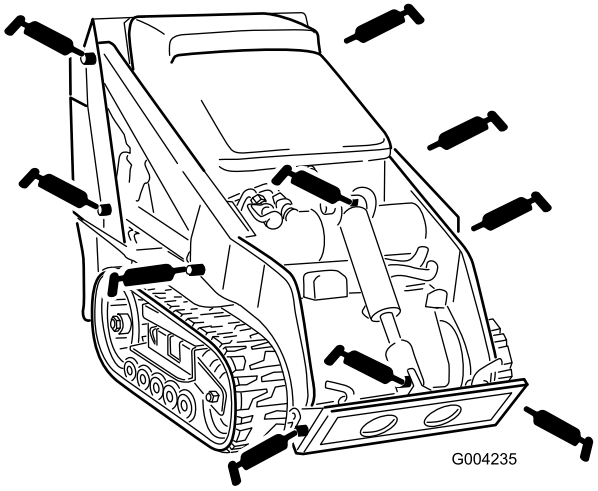
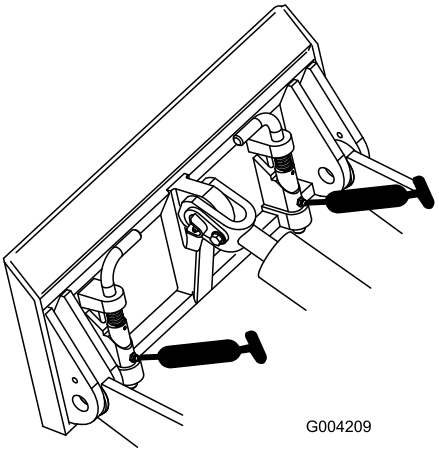

Figur 30
Figur 31
3. Sätt en fettspruta på varje nippel (Figur 30 och Figur 31).